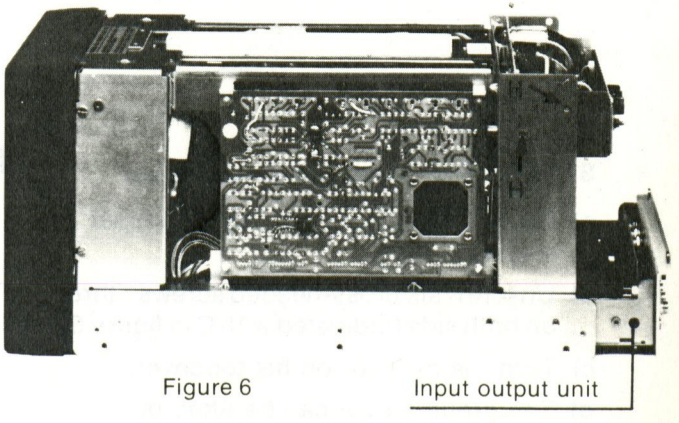

Figure 6
e) Carefully slide out the input unit (figure 6).
b) Unscrew at each side two screws (indicated with H in figure 6).
d) You can fix the board in this position by screwing a screw H in thread K through hole J (see figures 6 and 7).